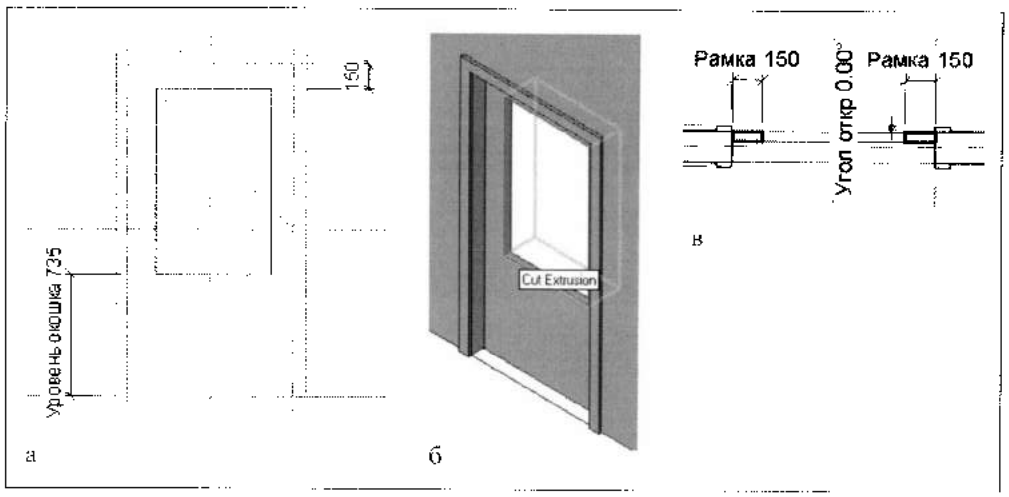

Рис. 18.25. *Вырезка в дверном полотне окошка*
5. Вырезать в дверном полотне окошко (рис. 18.25):